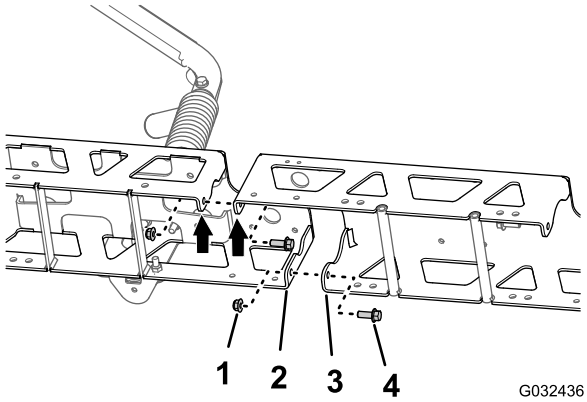

Figur 117
1. Juster hullerne i de lodrette flanger i den midterste midtersektions afstiverstel med hullerne i den udvendige midtersektions afstiverstel (Figur 117).
2. Monter midterbomforlængeren løst på afstiverstellet (Figur 117) med de 2 flangehovedbolte (⅜" x 1") og 2 flangelåsemøtrikker (⅜").
3. Juster hullerne i de lodrette flanger i den midterste midtersektions afstiverstel med hullerne i den anden udvendige midtersektions afstiverstel (Figur 117).
4. Monter midterbomforlængeren løst på det andet afstiverstel (Figur 117) med de 2 flangehovedbolte (⅜" x 1") og 2 flangelåsemøtrikker (⅜").